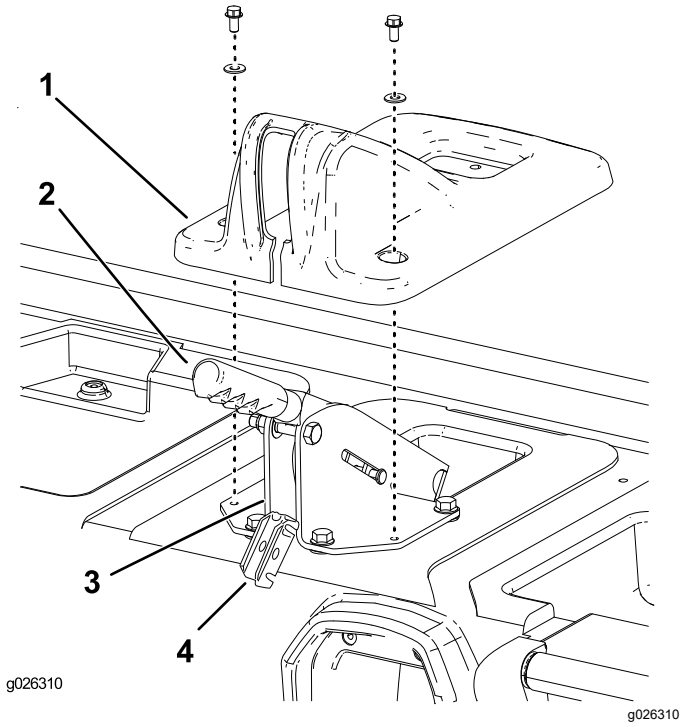

Figure 4
2. Retirez les 2 boulons et rondelles qui fixent le couvercle du frein de stationnement sur la base des sièges (Figure 4).
3. Levez le couvercle du levier du frein de stationnement et déposez-le de la base des sièges (Figure 4).
4. Retirez l'axe de chape qui fixe le support du compensateur de câble de frein à l'arrière du support de levier de frein (Figure 4).
5. Soulevez et déposer le support de compensateur puis décrochez les câbles de frein (Figure 4).
6. Retirez les clips en C qui fixent les câbles de frein à l'arrière du support de levier de frein (Figure 4).